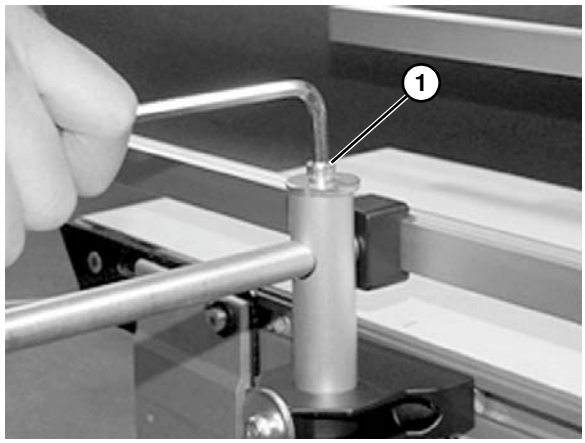

Figure 25
6. Régler la largeur à l'aide de la vis supérieure **(Figure 25, élément 1)**.